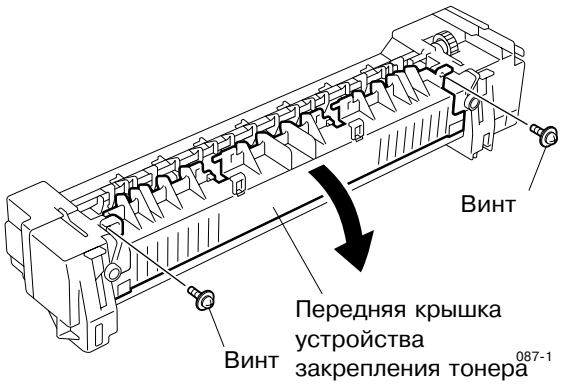

Рис. 14-7-3
4. Снимите переднюю крышку устройства закрепления тонера. (См.Рис. 14-7-3 и 14-7-4)